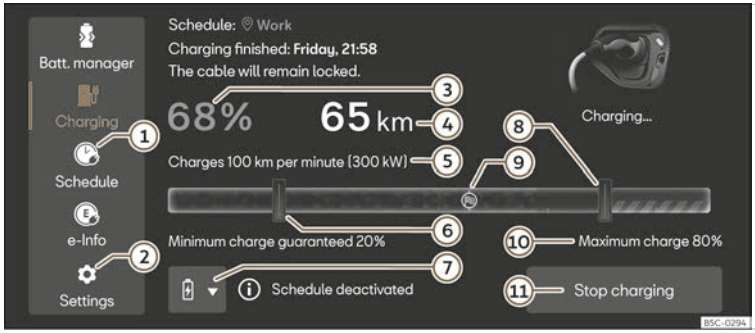

Fig. 65 In the infotainment system: Charging main menu.
2. Push the ⚙ ② ››› Fig. 65 button.